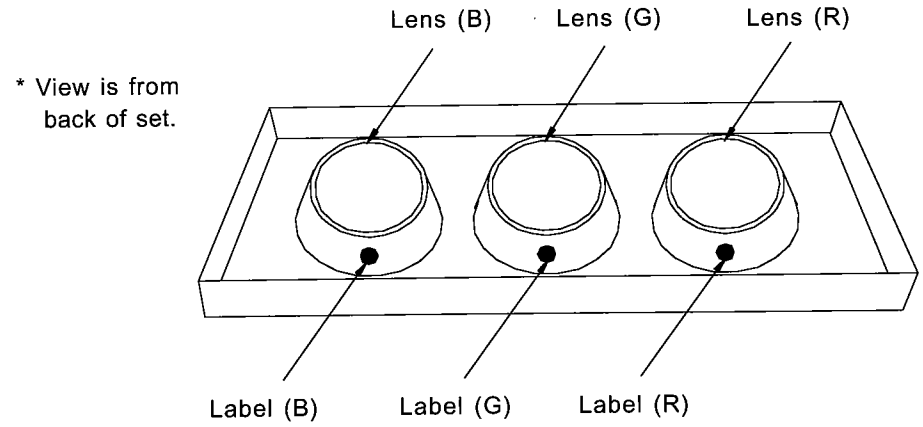

Fig 5-8
a) Position the Lens so that the Label faces the direction shown in Fig. 5-8.